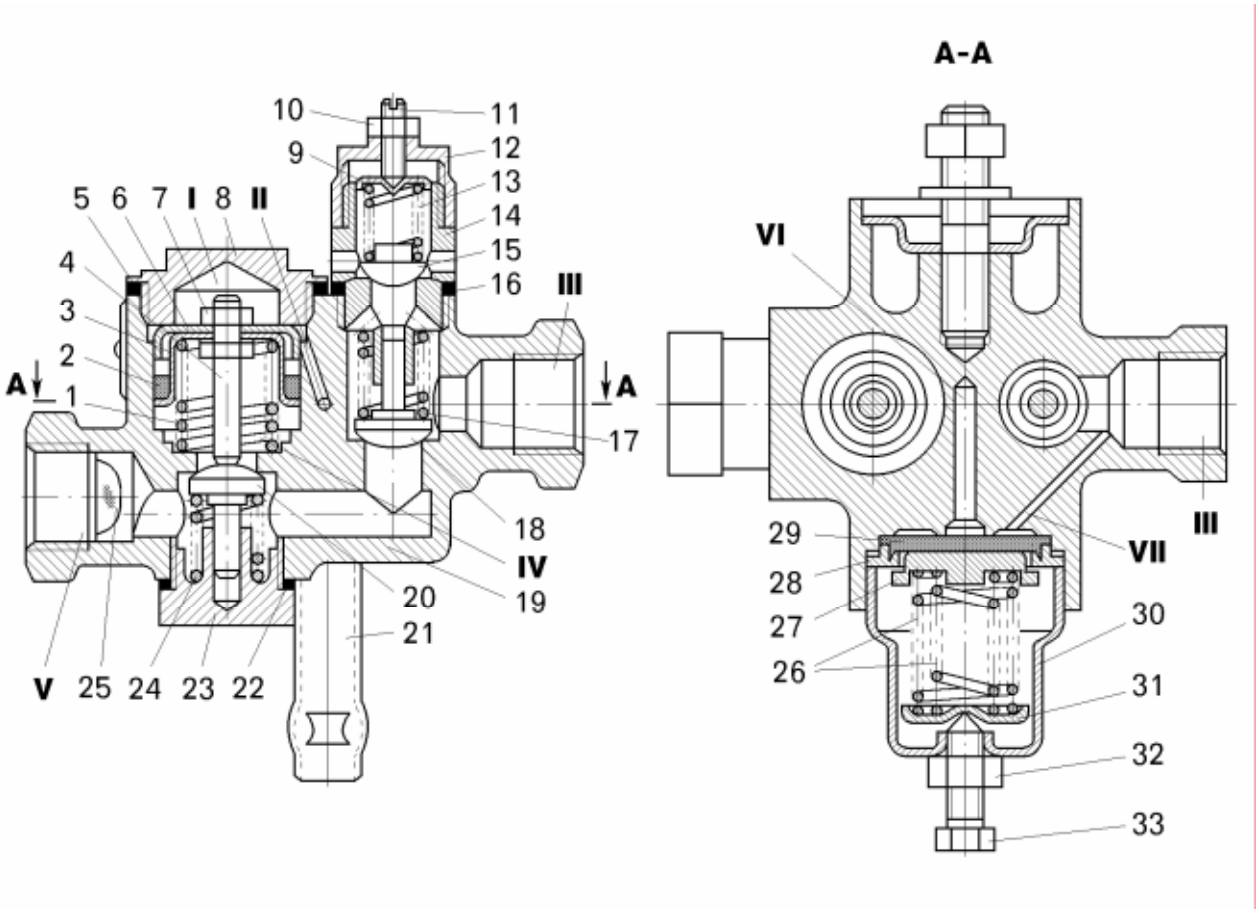

Рисунок 11.3 – Регулятор давления:
– вывернуть пробку 8 (рисунок 11.3) и снять уплотнительное кольцо 5;
– регулировочным винтом 11 (смотри рисунок 11.3) обеспечить срабатывание предохранительного клапана 15 при давлении сжатого воздуха в ресивере 0,90 – 0,95 МПа (при завернутом до упора винте 33);